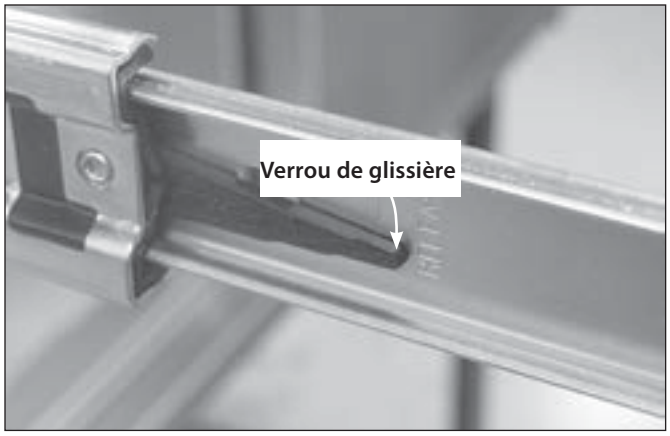

Fig. 7
1. Une fois l'appareil inspecté, retirez les tiroirs en tirant jusqu'à ce que le verrou de glissière soit visible. Enfoncez soigneusement le verrou du côté gauche tout en soulevant du côté droit, et tirez les tiroirs pour les sortir complètement du châssis (Fig. 7).